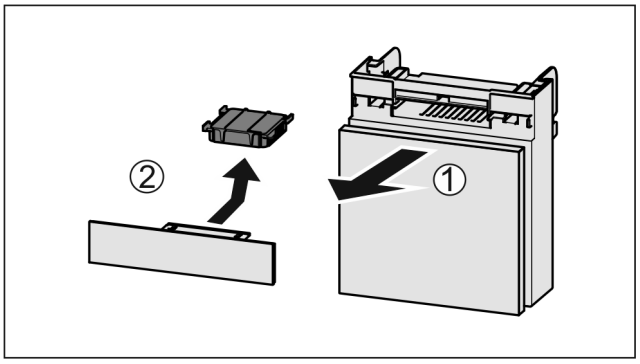

Fig. 132
- ▶ Extrageți *Fig. 132 (1)* compartimentul către înainte.
- ▶ Scoateți *Fig. 132 (2)* filtrul de cărbune activ.